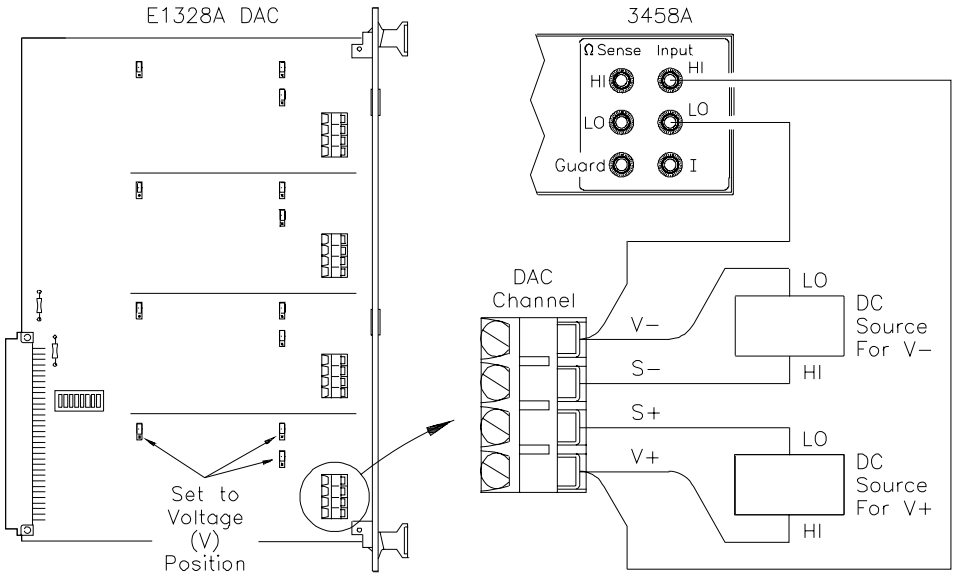

Figure4-1. Voltage Compliance Test Connections
Connect the DC source (Datron 4708 with Option 10) and Agilent 3458A multimeter to Channel 1 as shown in Figure 4-1. (Be sure to set all three jumpers on the channel to the V position.) Set the DC source output to +5.0 V dc. Set the Agilent 3458A to DCV function and set NPLC 100.
2. Connect DC Source and Agilent 3458A to Channel 1 (see Figure 4-1)